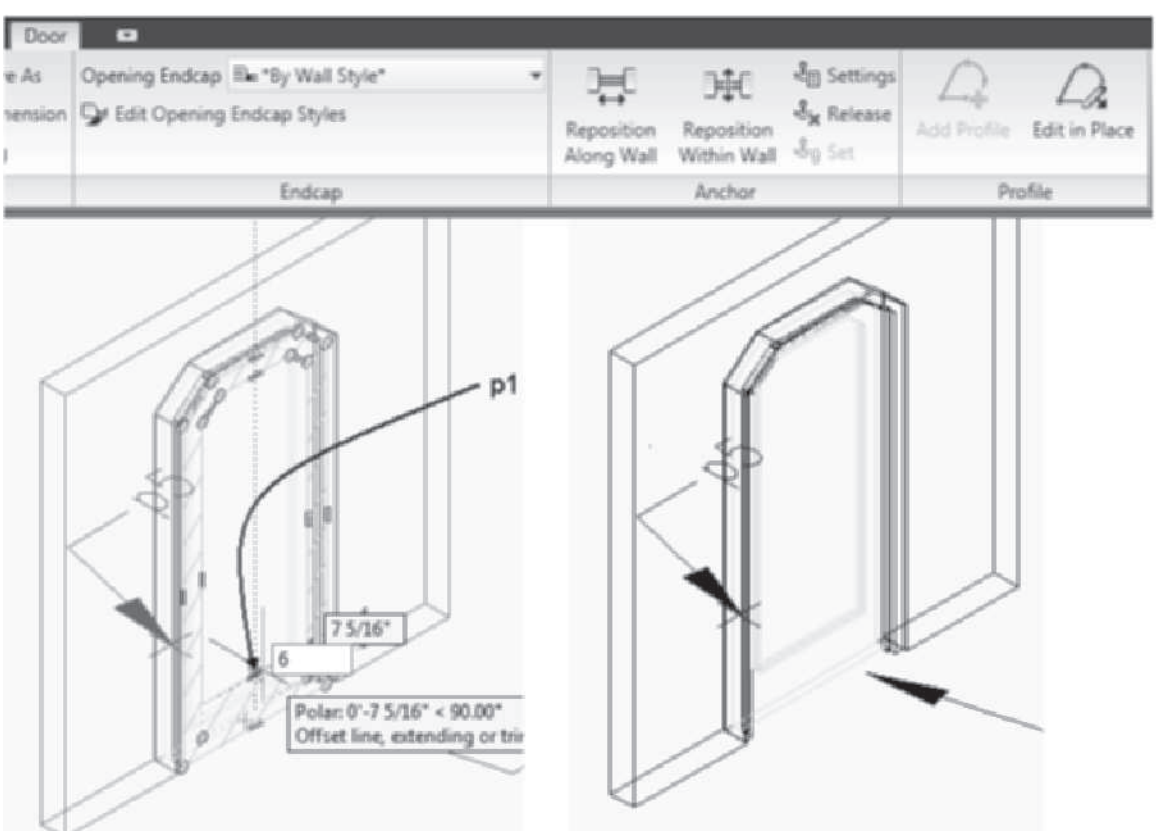

FIGURE 5.28 *Profile of door modified in place*
15. Select the door, and choose **Edit In Place** from the Profile panel of the contextual Door tab. Select **Yes** to convert the profile to its actual size, and dismiss the AutoCAD Architecture warning dialog box. Select the middle grip at the bottom edge of the inner panel at **p1** as shown in Figure 5.28, move the cursor up (polar angle = 90), and type **6 [150]** in the dynamic dimension to stretch the segment up. Select **Finish** on the Edits panel of the **Edit In Place: Door** contextual tab to save the profile change.
16. The profile of the door is modified as shown at the right in Figure 5.28.